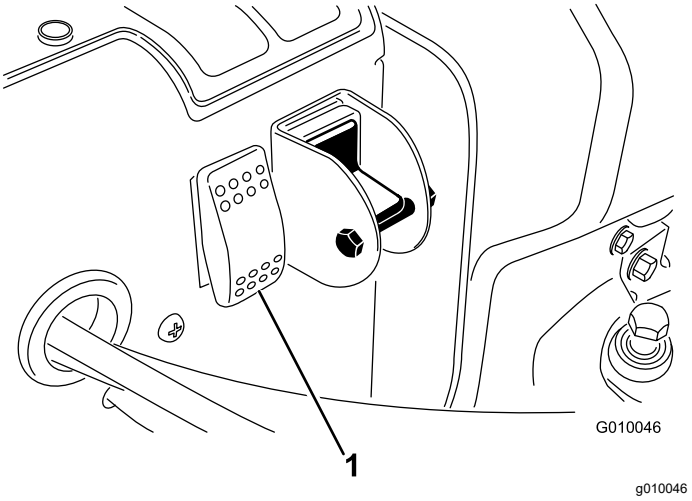

Rysunek 30
2. Naciśnij przełącznik resetowania układu (Rysunek 30).